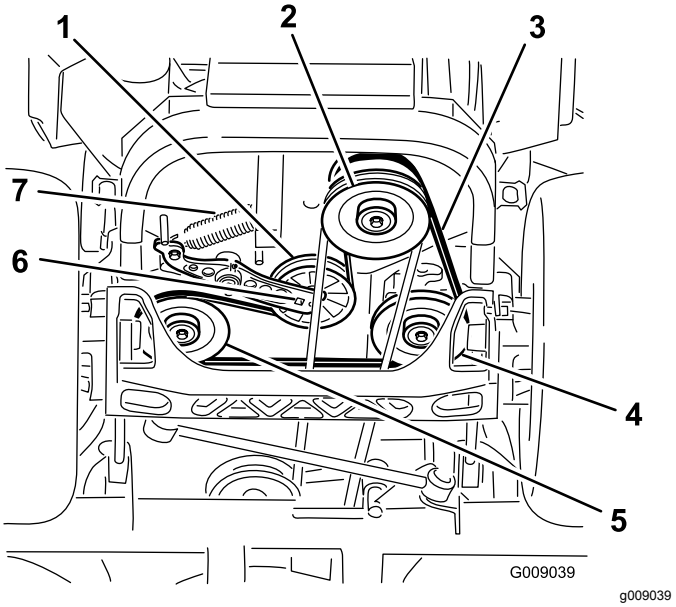

Figur 97
4. Løft maskinen, og understøt den med donkrafte (Figur 97).
5. Brug en skralde i det firkantede hul i styrearmen for at fjerne styrefjederen (Figur 97).
6. Tag styrefjederen af stellet (Figur 97).
9. Brug en skralde i det firkantede hul i styrearmen for at montere styrefjederen på stellet (Figur 97).